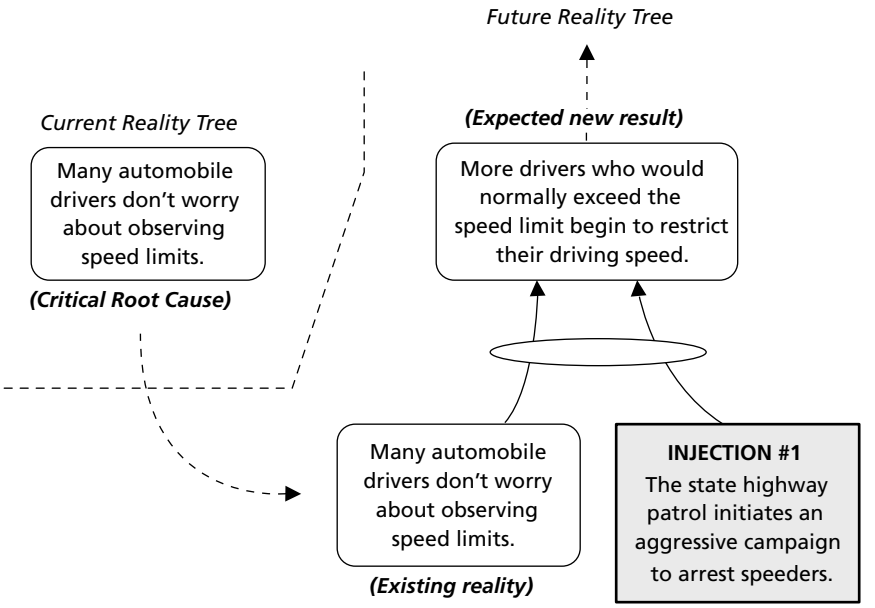

Figure 6.8 Critical root causes: a "stimulant" for injections.
- *The Current Reality Tree.* If you've begun your analysis with a CRT, it can suggest possible injections. Look for critical root causes in the CRT. They may point to the injection(s) necessary to eliminate them. In any case, they're likely to be entering arguments in the FRT because they're conditions of existing reality. If they lead to an undesirable effect in the CRT, they are a starting point that can be combined with an injection in the FRT to favorably modify the future. Though the injection is intended to replace the root cause, in the FRT it's more likely to be combined with it, as shown in Figure 6.8. Moreover, if the root cause also generates positive effects, you probably won't want to replace it. Remember our discussion in Chapter 5 and Figure 5.10 about CRTs being negative branches of current reality? Now would be a good time to revisit that illustration.